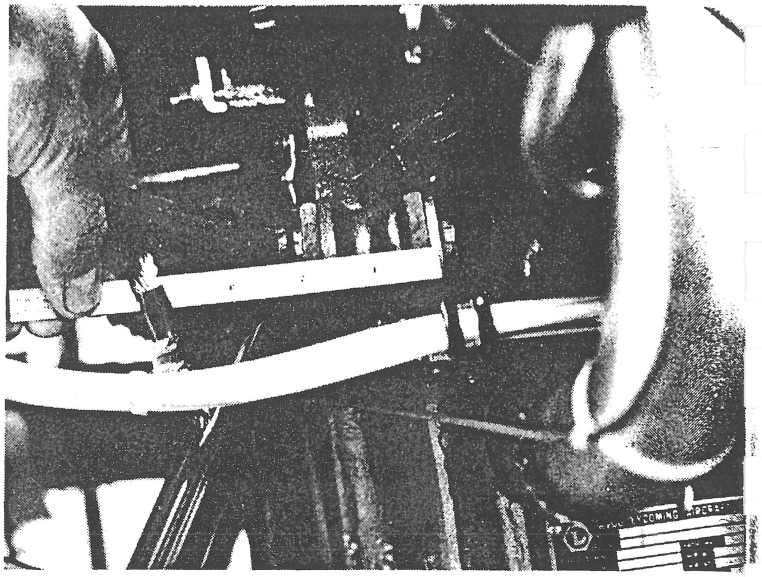
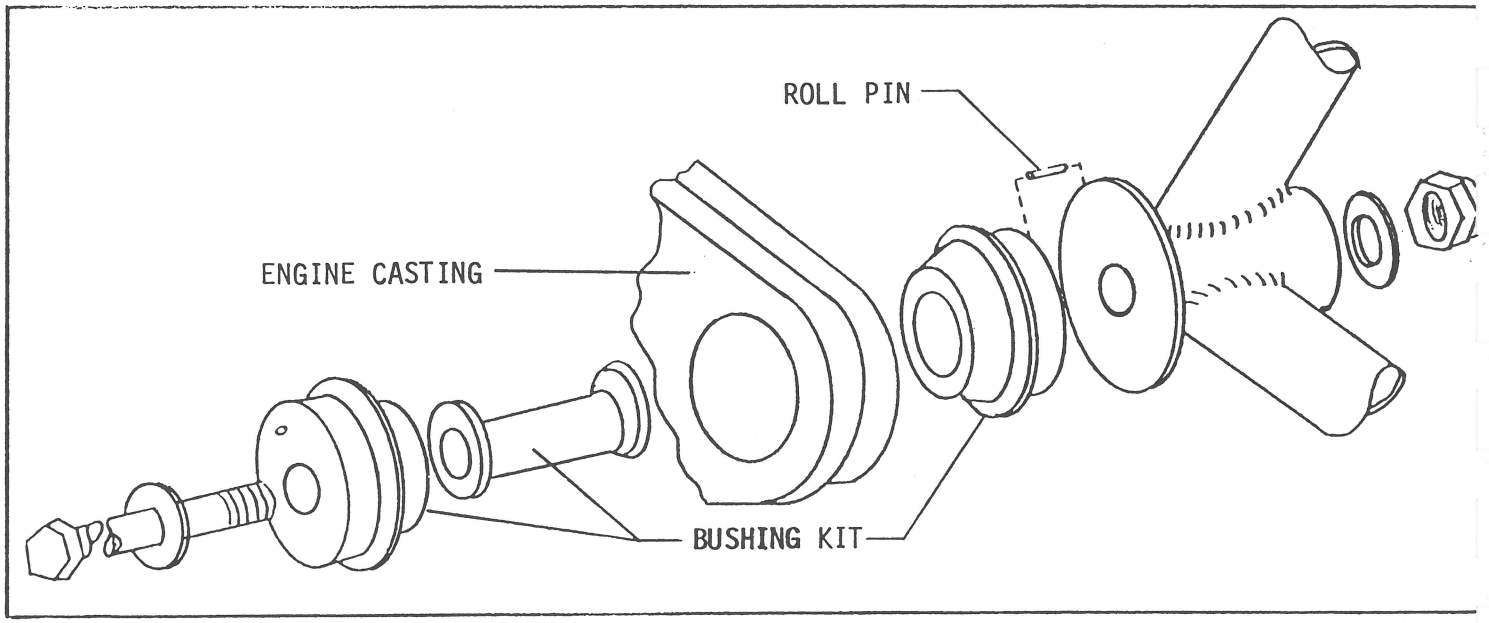

FIGURE 7-2.
FIGURE 7-2A.
c. Insert mounting bolts with shock mounts into engine mount attach bushings. (See Figure 7-2 or 7-2A)
d. Install washers and nut on bolt and tighten until rubber shock mounts are compressed to a dimension of 1.84 inches from the front edge of front rubber to the rear edge of the rear rubber. (See Figure 7-2) For aircraft equipped with Lord engine mount bushings, assemble per Figure 7-2A and torque to 350-450 inch pounds.